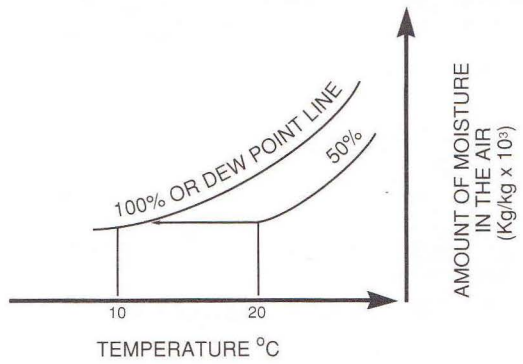

## FIGURE 5
- At greater than 70% *relative humidity* and above 5°C, conditions are favourable for the growth of *mould*, *mildew* and the rot of wood. (See Figure 5.)